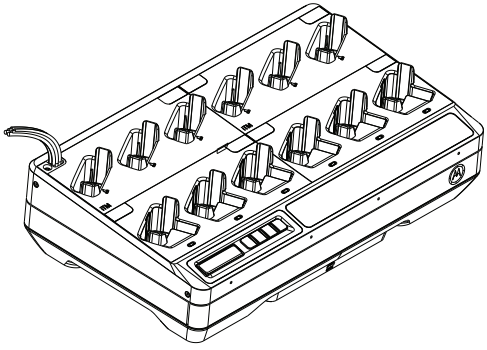

Afbeelding 15: Alle kabels komen uit de linkerbovenhoek van de oplader.
6. Alle kabels komen uit de linkerbovenhoek of de rechterbovenhoek van de oplader (zie Afbeelding 15).